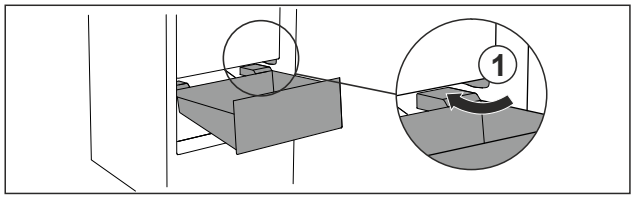

*Fig. 137*
▶ Lade schuin rond de stoppers *Fig. 137 (1)* leiden.